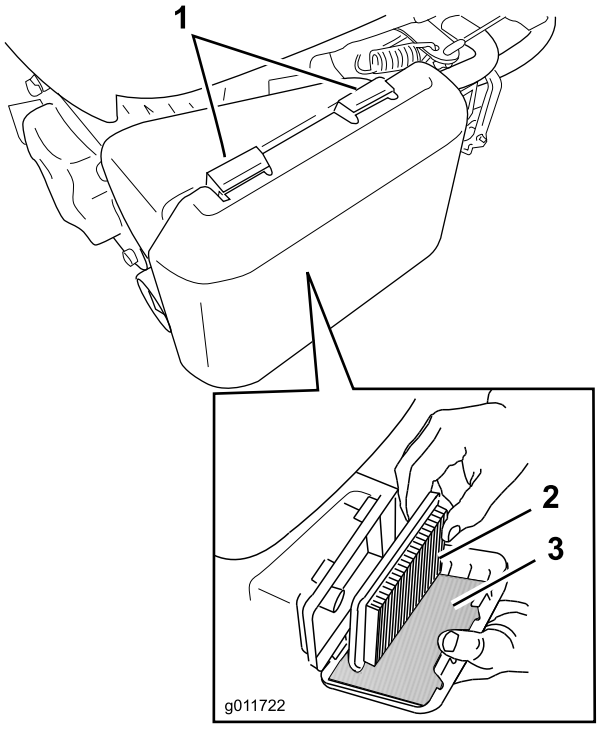

Figuur 19
1. Druk de lippen van de vergrendeling bovenop de luchtfilterdeksel omlaag (Figuur 19).
3. Verwijder het papierelement en het schuimelement (Figuur 19).